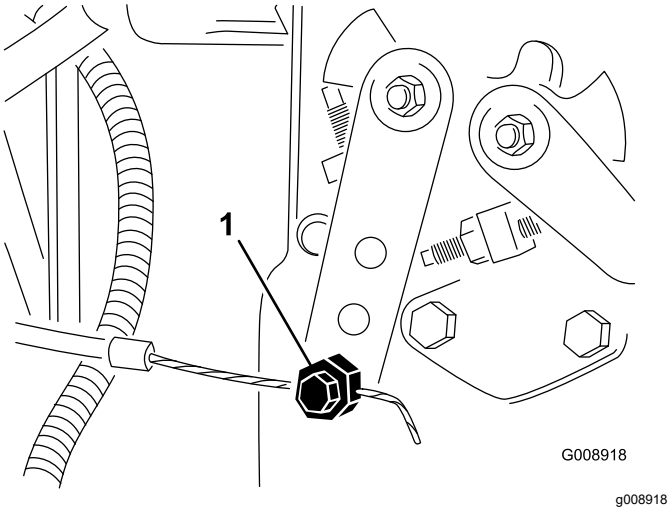

Rysunek 73
2. Poluzuj nakrętkę mocującą linkę przepustnicy do ramienia pompy wtryskowej (Rysunek 73).